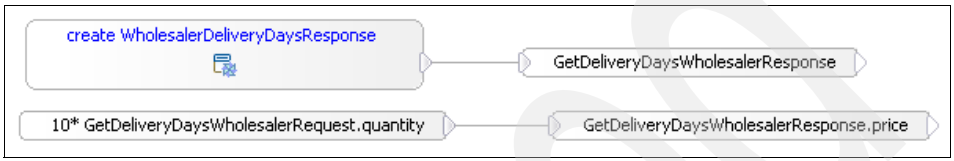

Figure A-52 Completed Visual Snippet Editor canvas
16. Link the output of **10*GetDeliveryDaysWholesalerRequest.quantity** to the input of GetDeliveryDaysWholesalerResponse.price. See Figure A-52.